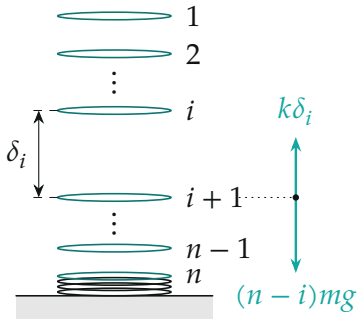

Рис. 2. Повисшие витки (номера сверху). Пружинка между витками i и $i+1$ держит вес $n - i$ витков под ней; длины стрелок равны.
2. Теория. Рассмотрим n повисших витков (рис. 2). Нумеруем их сверху: $i = 1, \dots, n$. Нижний (n-й) ещё касается весов, но уже не давит на них. Условие равновесия (первый закон Ньютона) для части пружины ниже пружинки между витками i и $i+1$: пружинка держит вес висящих витков под ней, их $n - i$: